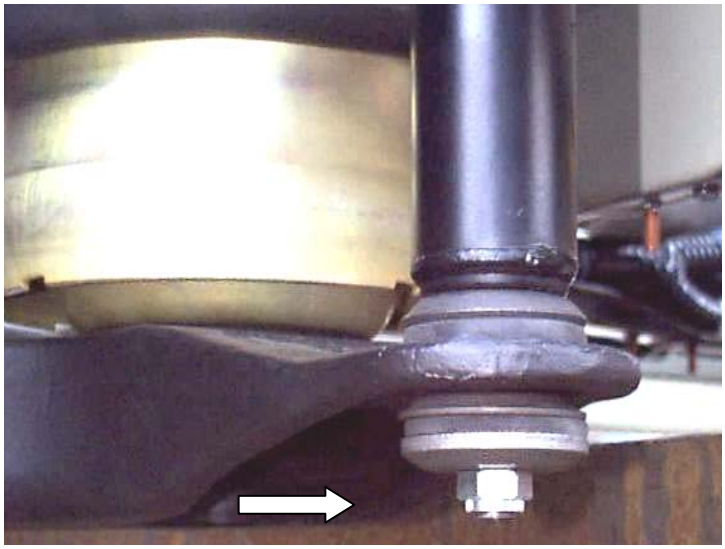

Rys. 9. Nakrętka mocująca tylny amortyzator – po zdjęciu kapturka zabezpieczającego
- odkręcić nakrętki dolne M14x1,5 czterech amortyzatorów, zdejmując wcześniej kapturki zabezpieczające (Rys. 9.);
- rozciągnąć amortyzatory i osadzić śruby dolne M14x1,5 w gniazdach tylnej osi, wymienić zużyte podkładki metalowe oraz gumowe na nowe i dokręcić nakrętki M14x1,5, nałożyć na nakrętki kapturki zabezpieczające (Rys. 9.),